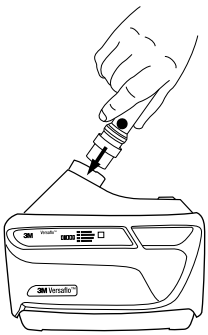

Fig. 14-1 Fixation du débitmètre
- Insérer le débitmètre TR-971 dans la sortie d'air du souffleur à moteur TR-300+. Si le tuyau de respiration est installé, le retirer pour permettre l'insertion du débitmètre (Fig. 14-1).